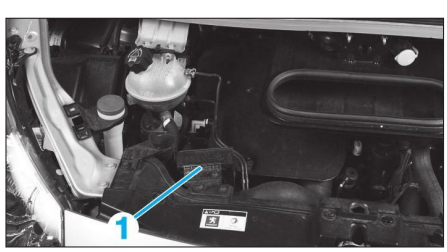

**Fig. 40**
- les fixations du boîtier relais (1) **(Fig.40)**, et le met-tre de côté,